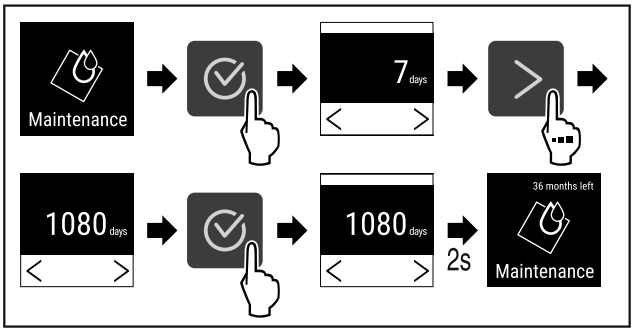

Fig. 79
▶ Ejecutar los pasos (consulte Fig. 79) .